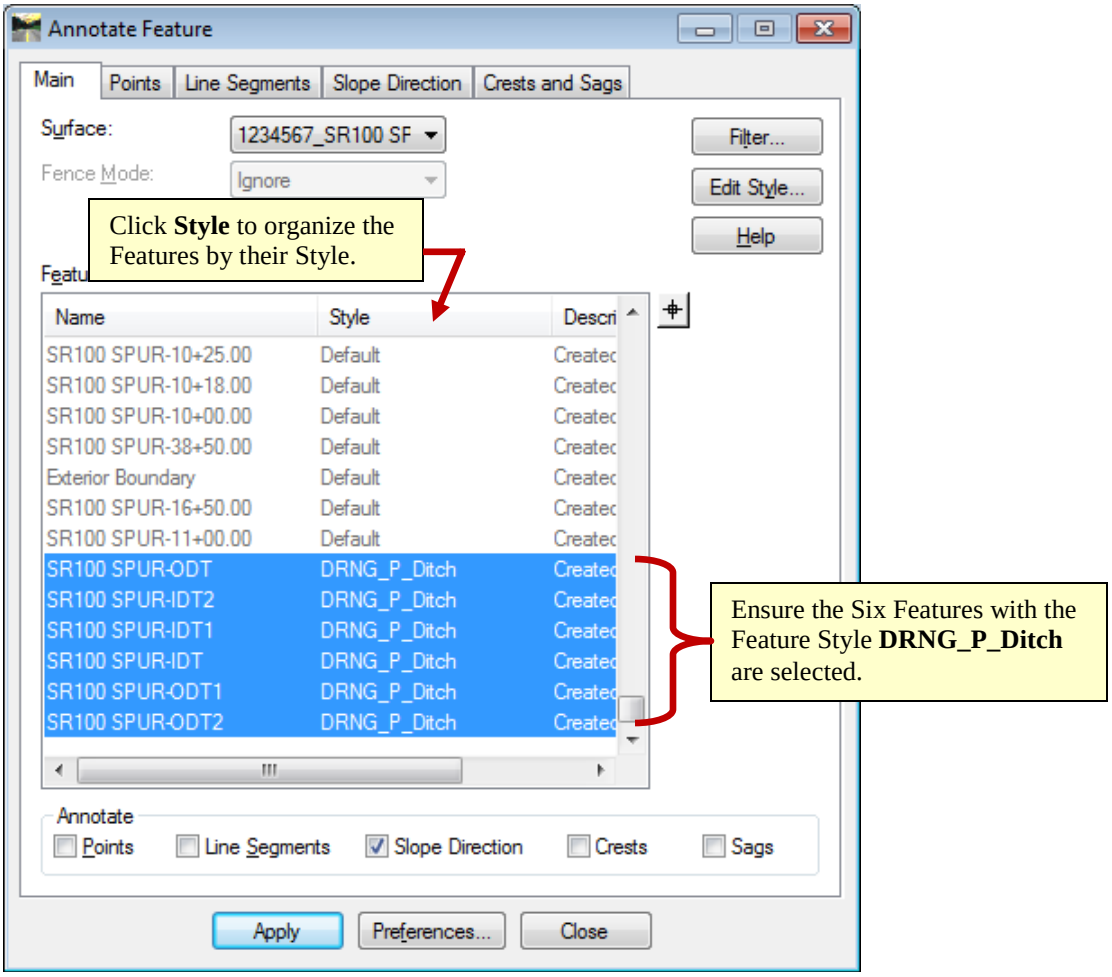

Figure L10-18 Annotate Feature
36.	**Even though the 'Ditch Flow Arrow' Preference was Loaded in the Previous Step, the Feature to Annotate must still be selected. Select the Features with the Feature Style 'DRNG_P_Ditch' to annotate with the Ditch Flow Arrow Cell.** • In the **Annotate Feature** dialog, ensure the **Main** tab is the active tab. • In the **Annotate Feature** dialog, organize the Features by Style by clicking the **Style** column heading. • Right mouse click in the **Features:** field. In the pop-up menu, Left click on **Select None**. • Use the scroll bar to locate and select the Features with the Feature Style **DRNG_P_Ditch**. • Verify your entries match those shown in *Figure L10-18* and that the Six Features with the Feature Style **DRNG_P_Ditch** were selected. • Ensure only the **Slope Direction** check box is checked as shown in *Figure L10-18*.